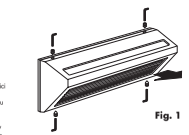

Fig. 1
- Sgrigliare il corpo esterno allentando (tramite chiave esagonale in allegato) le 4 viti situate sul bordo del corpo stesso **(fig. 1)**.
- Remove the external housing by loosening (with hexagonal key supplied) the 4 screws situated on the edge of the housing **(fig. 1)**.
- Enlever le corps extérieur desserrant (avec clé hexagonale fournie) les 4 vis situées sur le bord du corps **(fig. 1)**.
-Das äußere Gehäuse entfernen durch Lösen (mit Hilfe des beiliegenden Inbusschlüssels) der 4 am Rand des Gehäuses selbst angebrachten Schrauben **(Abb. 1)**.
- Quitar el cuerpo exterior aflojando (mediante la llave hexagonal suministrada) los 4 tornillos situados en el borde del cuerpo **(fig. 1)**.